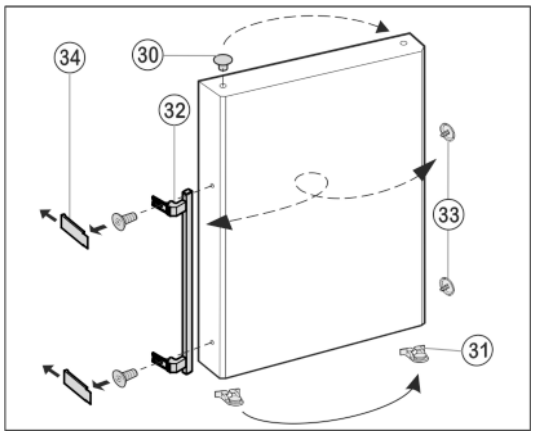

Fig. 11
- ▶ Извлеките пробку *Fig. 11 (30)* из опорной втулки дверцы и переставьте.
- ▶ Снимите и переставьте на противоположную сторону дверную ручку *Fig. 11 (32)*, пробку *Fig. 11 (33)* и прижимные пластины* *Fig. 11 (34)*.